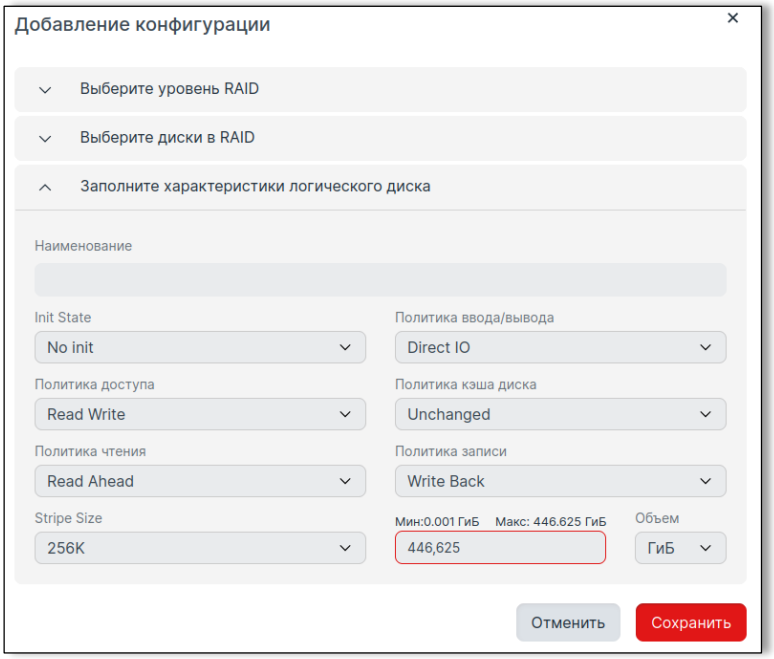

Рисунок 52. Заполнение характеристик логического диска в массиве
4. Заполните характеристики логического диска (Рисунок 52).